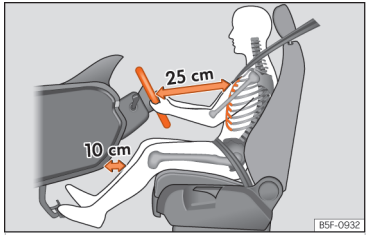

**Fig. 15** The correct distance between the driver and the steering wheel must be at least 25 cm (10 inches).
- Adjust the steering wheel so that it is at a distance of at least 25 cm (10 inches) from the sternum ››› Fig. 15 and can hold it with both hands on the sides, on the outside, with the arms slightly flexed.